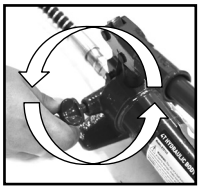

Fig.13
3. Turn the release valve counter clockwise to release the pressure (Fig 13).